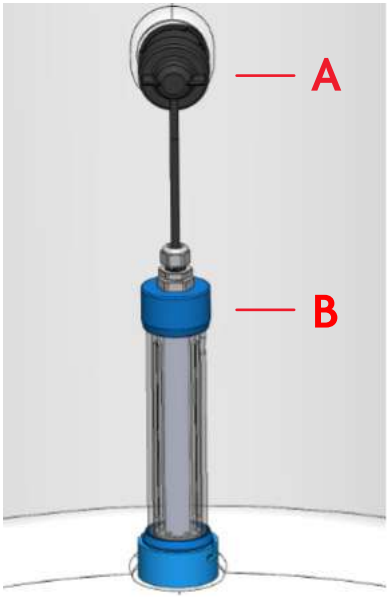

Figure 3
1. Twist Smart Cell Wall Connection Fitting (Figure 3, A) counterclockwise to disengage.
2. Twist Smart Cell (Figure 3, B) counterclockwise to disengage and remove.